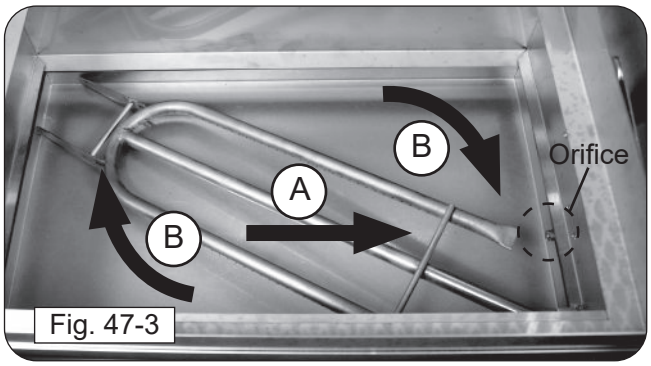
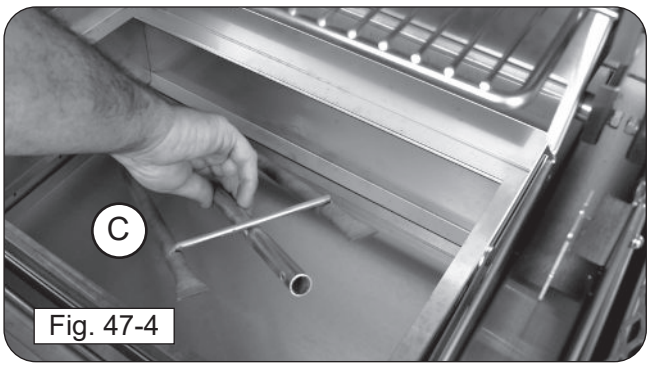

Fig. 47-3
Fig. 47-4
4. To unsecure the burner; slightly lift the left side upward, shift the entire burner to the right, then rotate clockwise until the burner clears the orifice (see Fig. 47-3). To remove the free burner; lift the right side upward until it clears the grill interior, then completely lift out the burner (see Fig. 47-4).